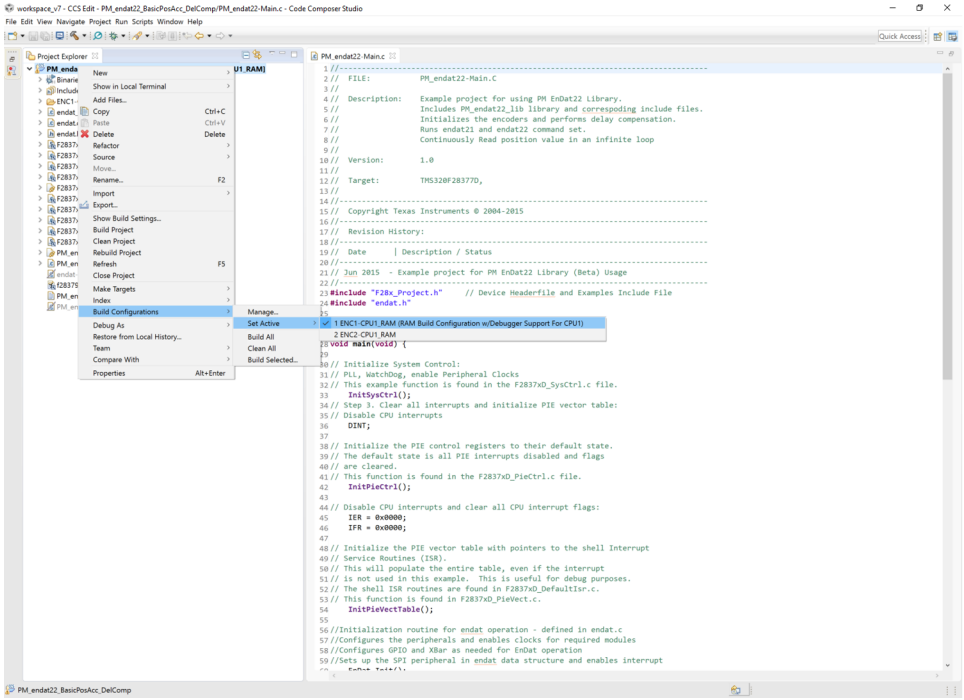

**Figure 8. Selecting F2837x_RAM Configuration**
3. The project can be configured to create code and run in either Flash or RAM. Either of the two can be selected, however, RAM configuration is used most of the time for lab experiments and Flash configuration for production. As shown in Figure 8, right-click on an individual project and select *Active Build Configuration → CPU1_RAM configuration*.